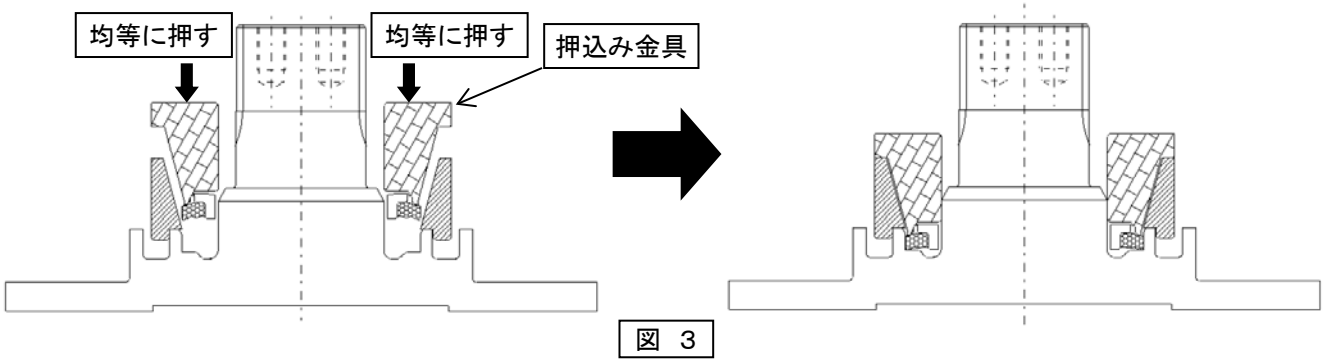

図 3
(2)押込み金具をシールに当て、そのまま**シールガイド1に当たるまで手で強く押込みます。**(図3)